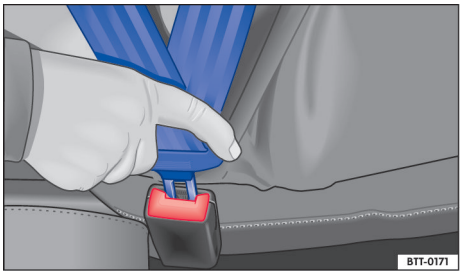

Fig. 23 Insertion du pêne de la ceinture de sécurité dans le boîtier de verrouillage
4. Insérez fermement le pêne dans le boîtier de verrouillage du siège correspondant → fig. 23.